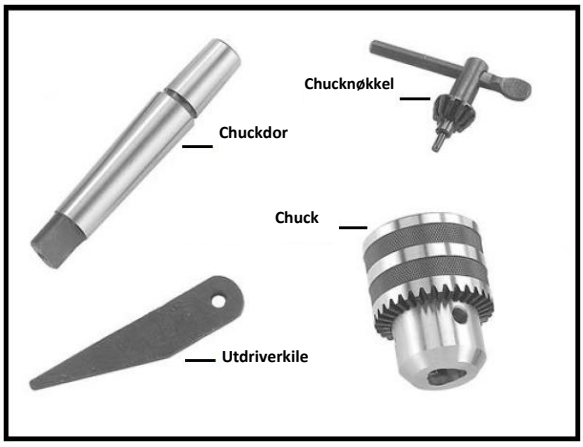

Figur 8 - Chuckens komponenter
5. Med chuckbakkene trukket helt inn slår du chuckdoren med chuck oppover med en hammer mot en trekloss, eller med en myk hammer, slik at de sitter helt på plass. Innsetting av chuckdor og chuck i spindelen (høyre) er vist i figur 8.